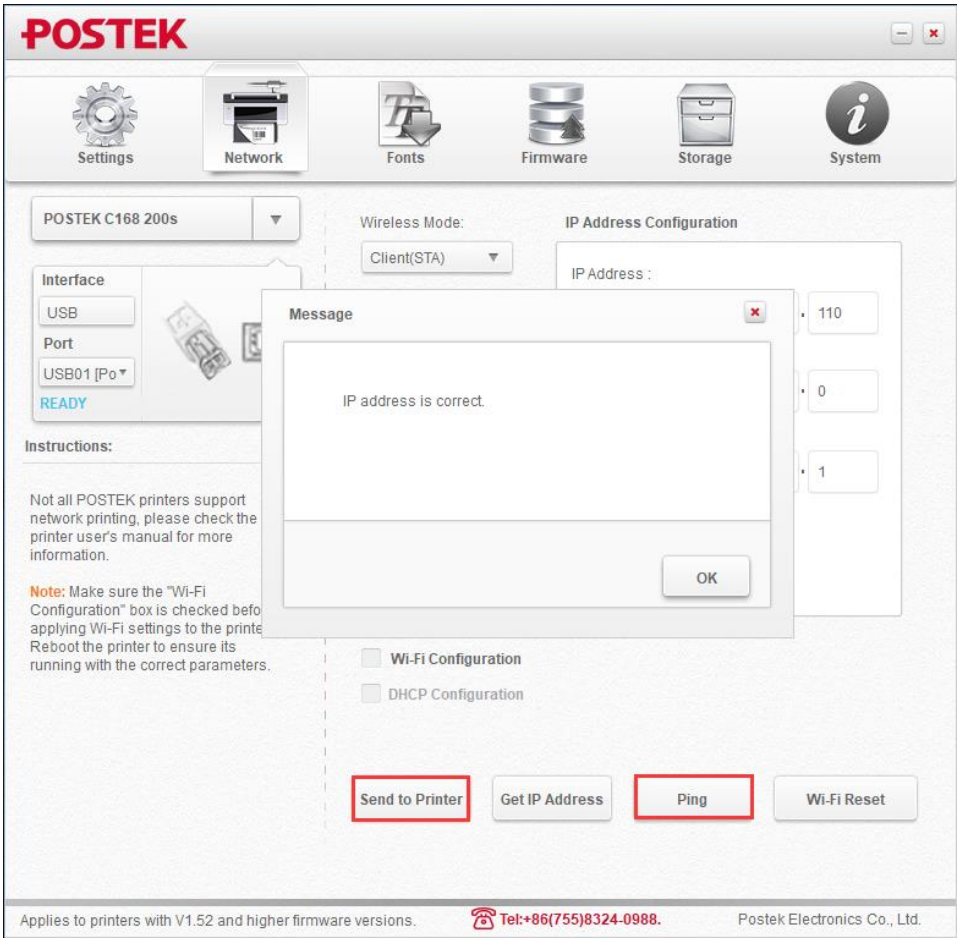

Figure 2-39 Successful Configuration
6. Click "Send to Printer", the [MEDIA] and [RIBBON] indicators will blink simultaneously, when the two indicators are lit and return to a steady state, click "Ping" to check whether the configuration is successful or not, as shown in Figure 2-39.